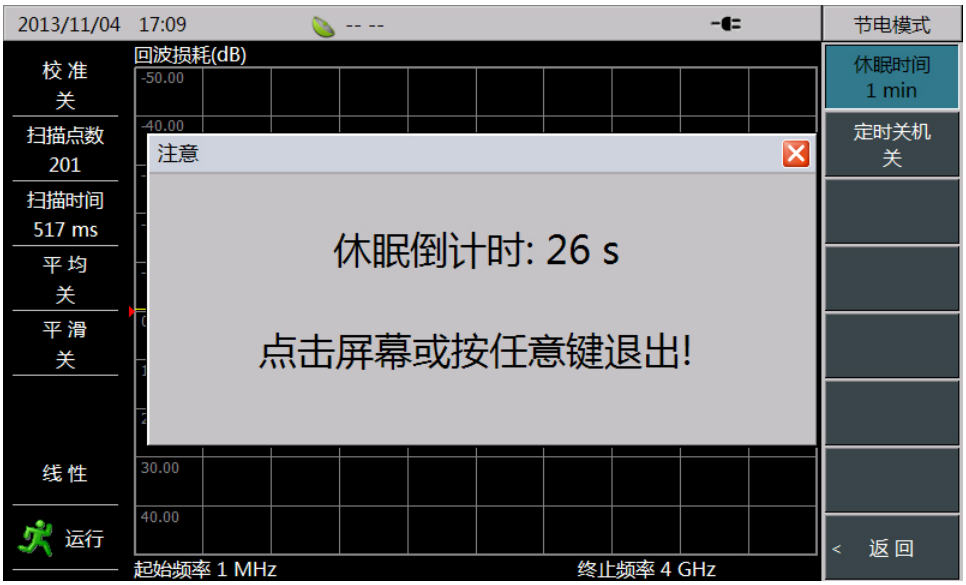

图 8.4　系统休眠功能
- 点击节电模式菜单栏[休眠时间]，通过【↑】和【↓】键、旋钮及数字键盘设置系统休眠时间，按【确认】键完成休眠时间设置。在系统休眠前 30s 时，屏幕会弹出“注意”对话框提示系统即将休眠，如图 8.4 所示。当仪器进入休眠倒计时，或者处于休眠状态时，可以通过按屏幕任意处或按键盘任意键（开/关机键和复位键除外）取消本次休眠，系统根据休眠时间进行下一轮计时操作。用户也可再次点击[休眠时间]菜单，关闭休眠操作。